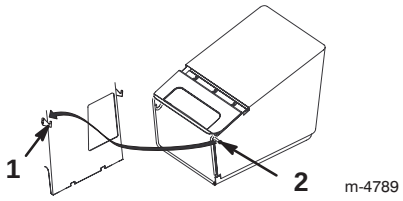

Figuur 14
4. Hang de pennen van het graszak-frame aan de haken, zoals wordt getoond in Figuur 14.
4. Til de pennen van het graszak-frame omhoog uit de haken en uit de opening zoals wordt getoond in Figuur 14.